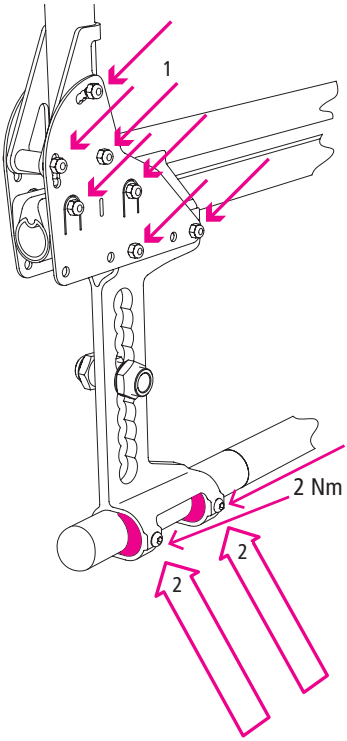

afb. 50
1. Om de camber te wijzigen, draait u de bouten (1, 2, afb. 50) van de verbindingsplaat aan de rugbuis los.
3. Wanneer de 4 platen in de juiste positie staan, plaats dan alle bouten (1, afb. 50) terug en draai ze aan. Draai nu ook de onderste klembouten (2, afb. 50) weer vast.